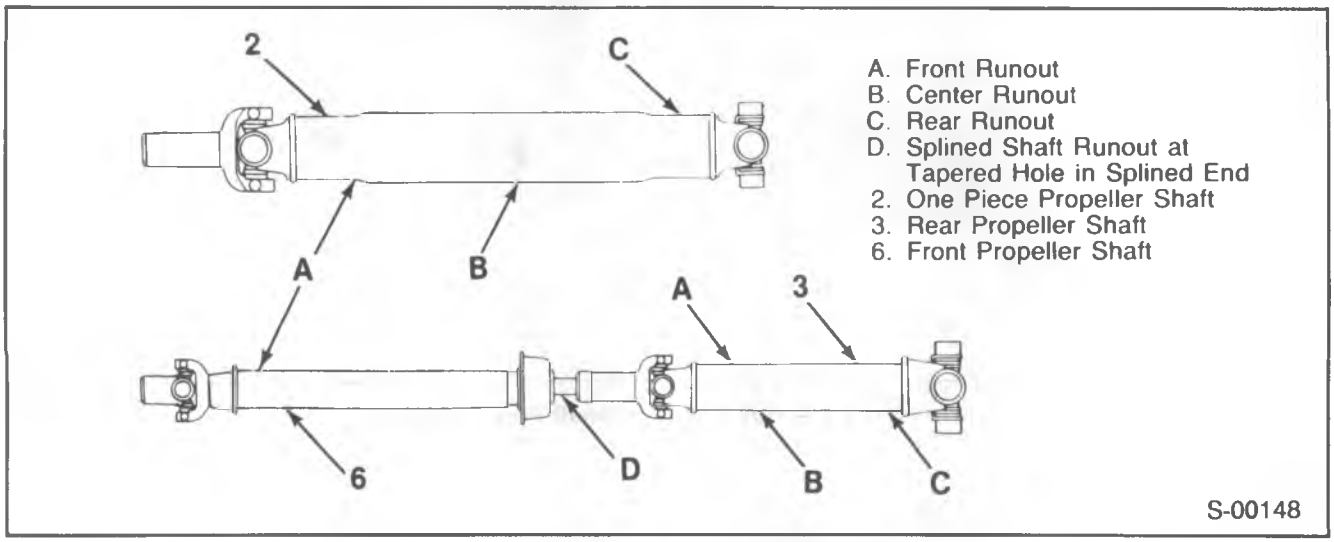

Figure 12—Checking Propeller Shaft Runout
3. Take dial indicator readings at the propeller shaft check points (figure 12).
4. With the transmission in neutral, hand rotate the axle pinion flange or the transmission yoke and take the necessary dial indicator readings on the propeller shaft. Record the readings. For models having a two-piece driveline, measure the rear propeller shaft runout (figure 12). Reference mark the position of the rear propeller shaft yoke to the pinion flange, then remove the rear propeller shaft and measure the front propeller shaft runout on the tube and at the tapered hole on the splined shaft end. If the runout exceeds specifications, rotate the propeller shaft 180 degrees at the companion flange and install. Check the runout.